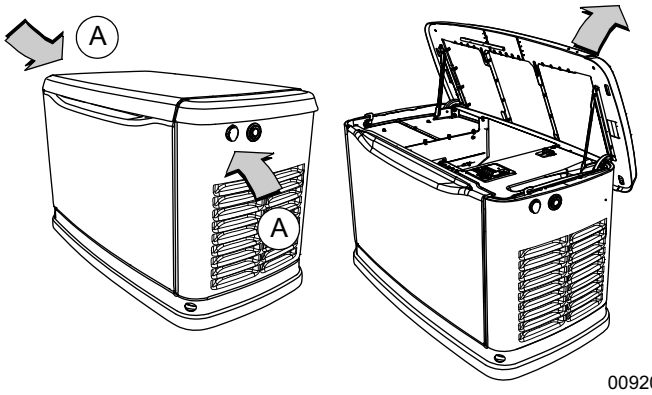

Figure 3-1. Opening the Lid
2. See ***Figure 3-1***. Two locks (A) secure lid; one on each side. Open protective rubber cap to access keyhole.